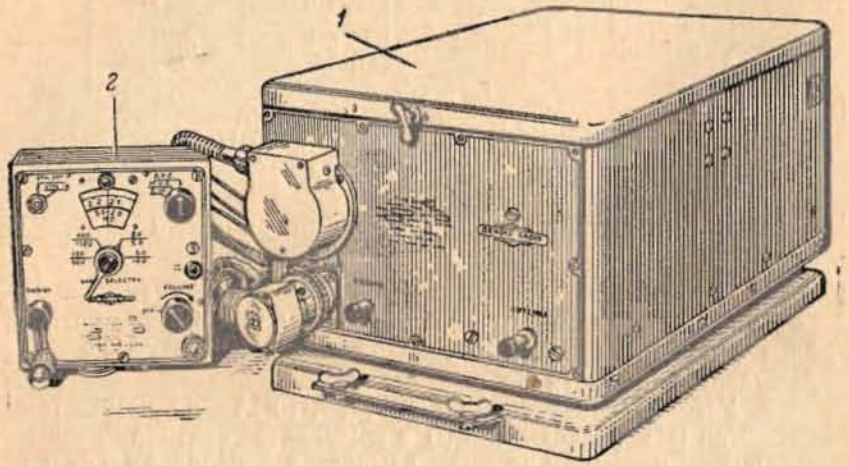

Рис. 48. Общий вид приёмника RA-10DA:
3. *Комплект* приёмного устройства (рис. 48) состоит из: